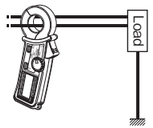

Fig.4 Measuring load current
(2)Measuring load current (See Fig.4):